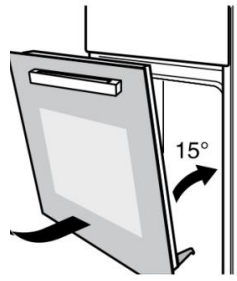

Figure 2
②Close the oven door, at about 15 degree, then lift the door, and slowly pull out from the oven.(Figure 2)
③After cleaning, perform the above-mentioned operations in the opposite steps to restore the door to its original condition.